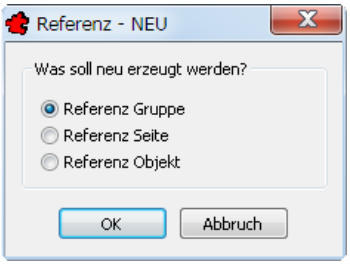

Bild 32.2 – Neuer Referenzstandard
- Hierauf erscheint die Dialogbox *Referenz - Neu*, in der Sie die Art des neuen Objekts angeben. Wählen Sie *Referenz Gruppe* und bestätigen Sie (Abb. 32.2).